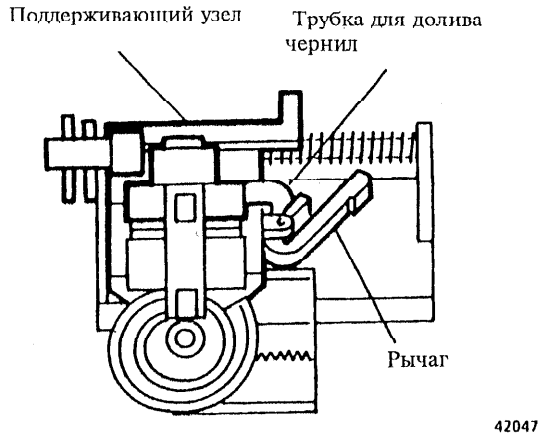

Рис. 3 Положение трубки для долива чернил
3. (Рис. 3): Убедитесь, что трубка для долива чернил расположена позади рычага.